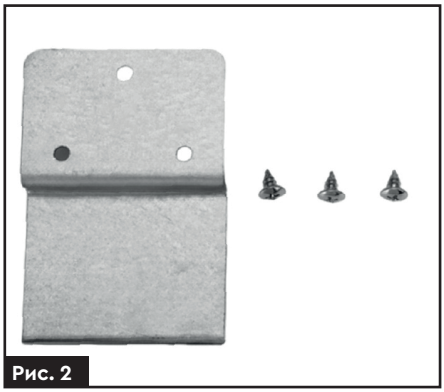

Рис. 2
1. Відкрийте упаковку та дістаньте комплектуючі **(рис. 2)**.